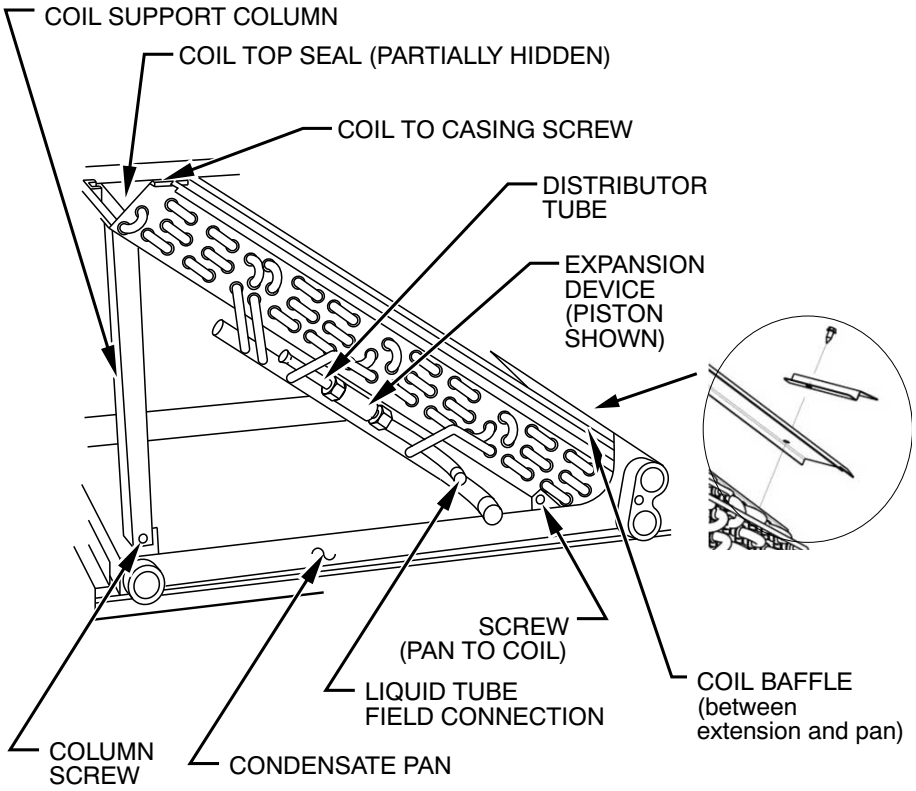
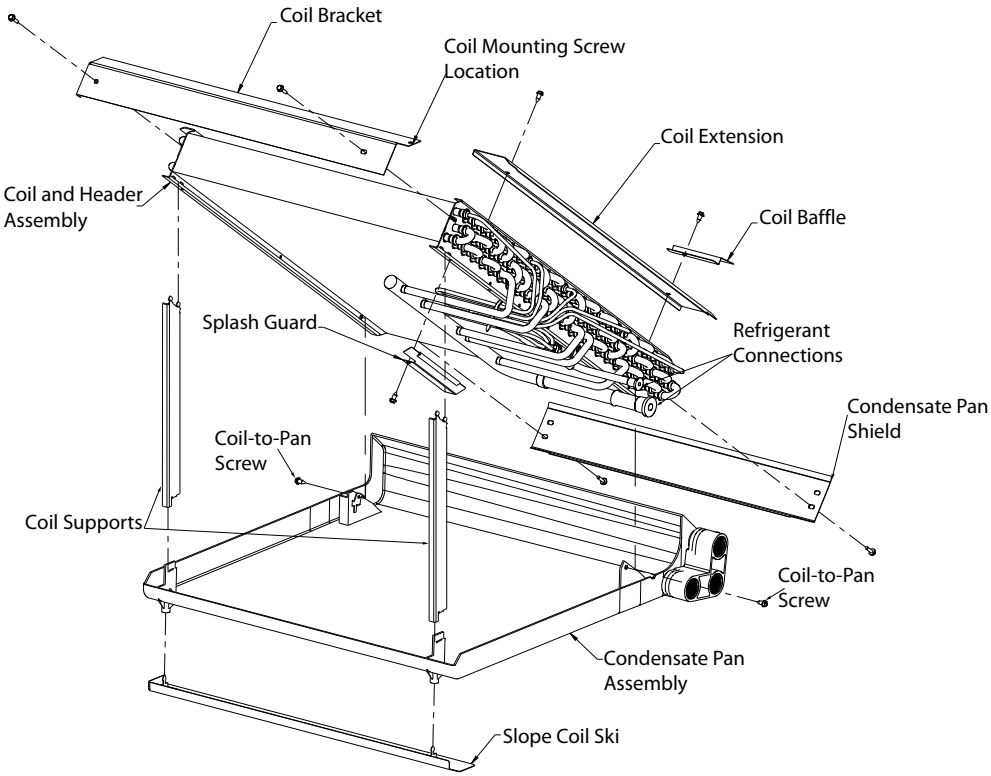

**Fig. 30 – Slope Coil Component Location (Prior to 1996)**
**Fig. 31 – Slope Coil Component Location (1996 and Later)**
8. Place assembly on a flat surface. On units manufactured prior to 1996, remove two screws securing coil support columns to pan (Fig. 30).
10. Remove two screws securing coil to condensate pan (Fig. 30 and Fig. 31).
12. Attach new painted Top Seal to new coil using brass colored screws included with packaging (Fig. 30 and Fig. 31).
13. 1Remove screw at bottom of coil extension and reuse to attached Coil Baffle in same location. Long side of baffle toward pan (Fig. 30 and Fig. 31).
15. Install new coil pan assembly into unit and secure with one screw previously removed from unit casing (Fig. 30).